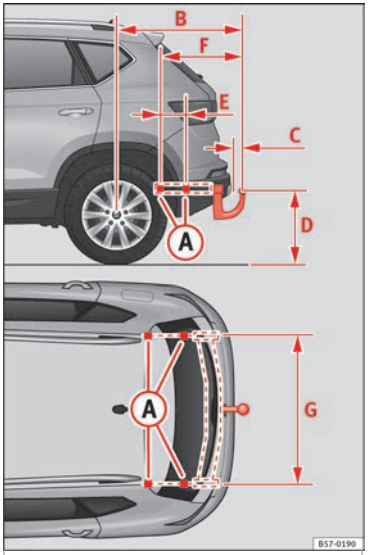

Fig. 237 Limits and attachment points for retrofitting a towing bracket.
If a towing bracket is retrofitted, the distance specifications should always be kept in mind. The distance between the centre of the spherical head and the road ››› **Fig. 237** (D) must never be less than that indicated. This also applies when the vehicle is fully loaded, including the technically permissible maximum vertical load on the coupling device.
Distance specifications ››› Fig. 237: